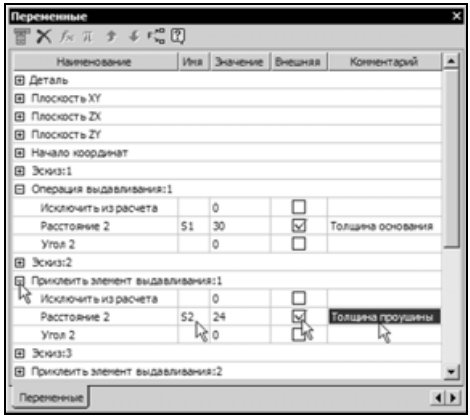

Рис. 5.157
- Откройте уровень элемента **Приклеить элемент выдавливания:1**. В поля строки **Расстояние 2** введите имя переменной S2, комментарий **Толщина проушины**. Включите флажок **Внешняя** (рис. 5.157).